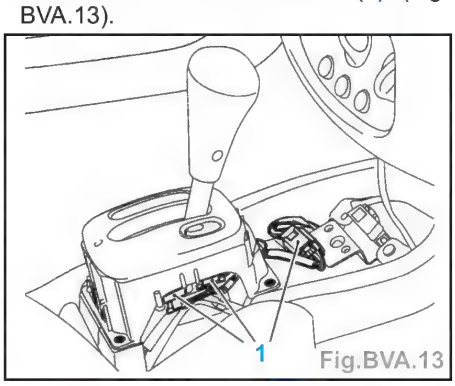

Fig.BVA.13
- Débrancher les connecteurs (1) (Fig. BVA.13).